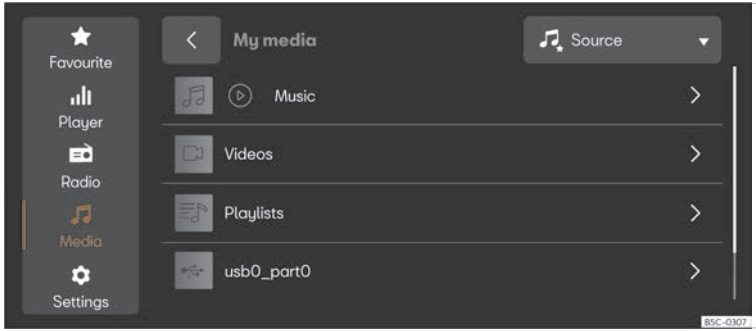

Fig. 179 Schematic representation: Media view
- Press **MENU** > ⊙ > ♫ >>> **Fig. 179**.